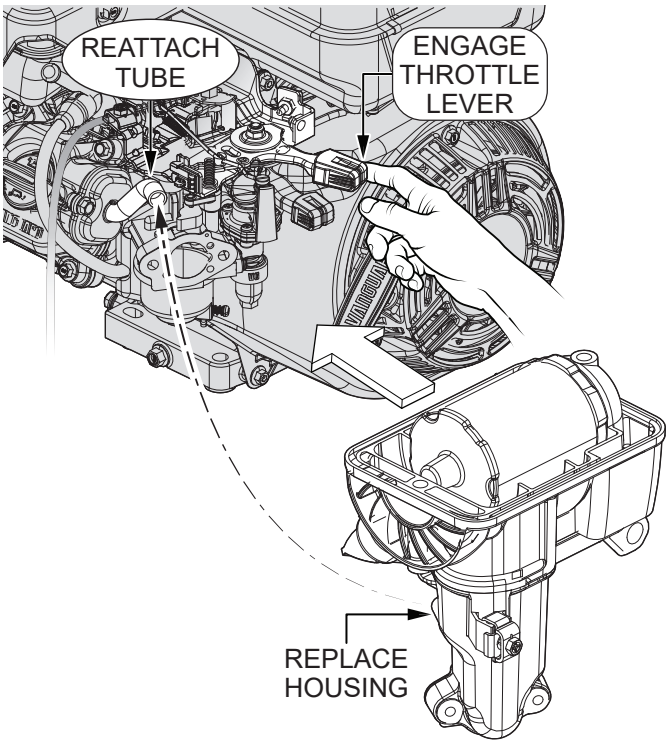

Figure 17. Replace Housing
12. Engage the **throttle lever** (Figure 17) to replace the **housing**. Reattach the **breather tube** to the back of the **housing**.